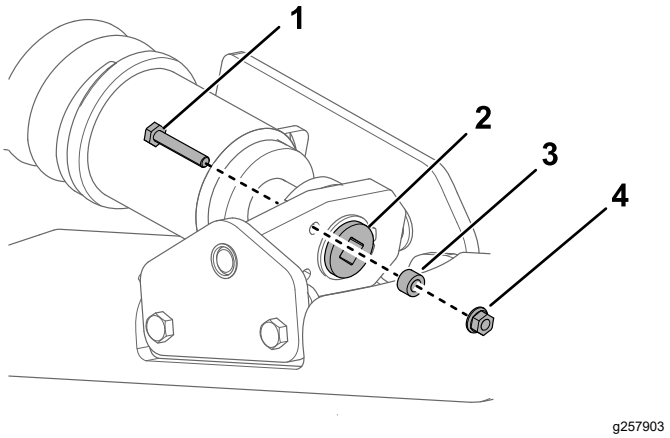

Figur 57
4. Ta bort låsbulten, distansbrickan och muttern (Figur 57).
6. Rikta den närmaste skåran i spänningsskruven mot låsbultens hål, och säkra skruven med låsbulten och muttern (Figur 57).
7. Ta bort låsbulten, distansbrickan och muttern (Figur 57).
8. Använd en ½-tums hylsnyckel och lossa drivspänningen genom att vrida spännskruven medurs (Figur 57 och Figur 61).